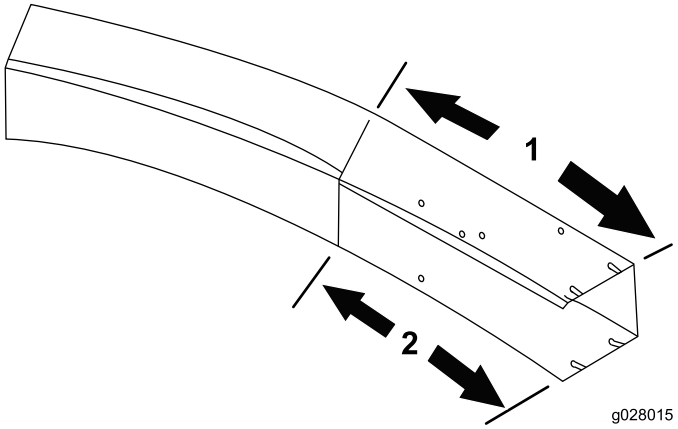

Bild 18
1. Verwenden Sie die Werte in Bild 18 und markieren Sie den Auswurfkanal mit einem Maßband.